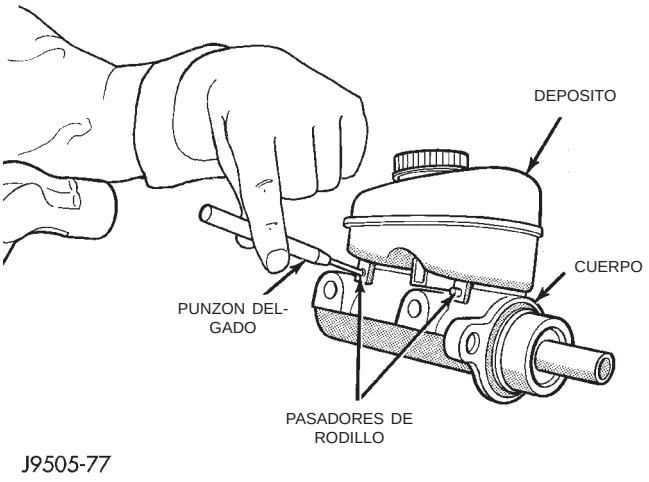

Fig. 40 Pasadores de retención del depósito
(1) Retire el tapón del depósito y vacíe el líquido en el recipiente de drenaje.
(2) Retire los pasadores que sujetan el depósito al cilindro maestro. Utilice un martillo y un punzón delgado para retirar los pasadores (Fig. 40).